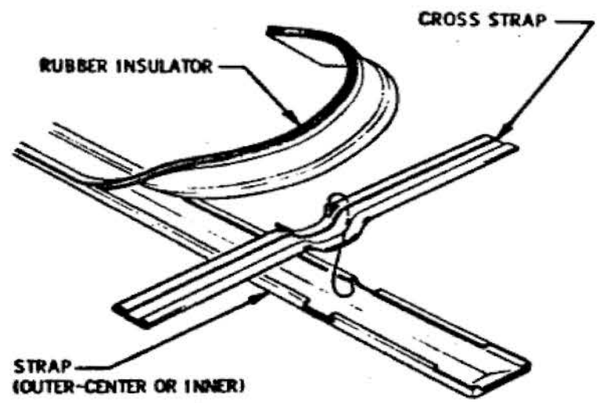

FIG. 2
1. ASSEMBLE CROSS STRAPS TO OUTER (#1) INTERMEDIATE (#2) AND CENTER (#3) STRAPS AND COVER WITH RUBBER INSULATOR. SEE FIG. 2 FOR TYPICAL STRAP FASTENING.